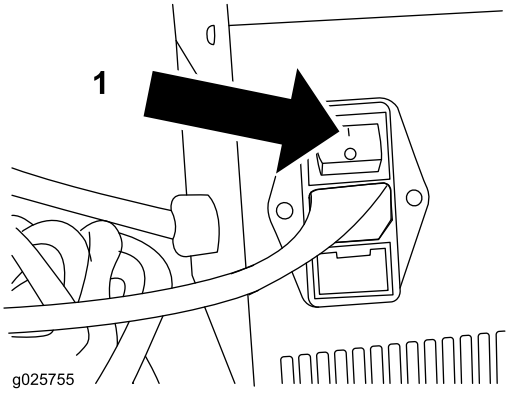

图7
8. 打开充电器（图7）。“On”（开启）LED 指示灯将亮起。